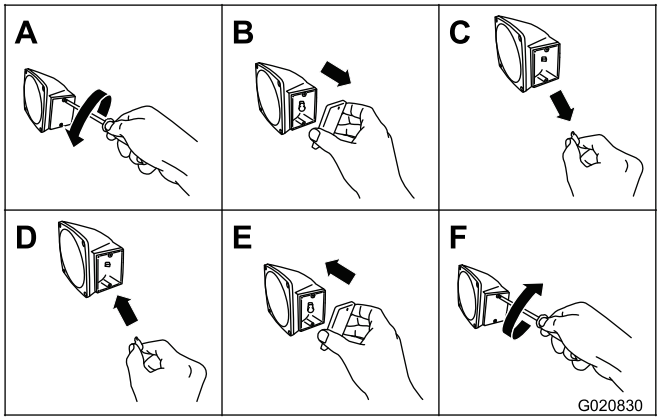

Figure 76
1. Use a screwdriver to remove the 2 screws from the small rectangular lens on the side of the light (Figure 76).
2. Remove the lens (Figure 76).
3. Pull the bulb out of the socket (Figure 76).
4. Push a new 168 bulb into the socket (Figure 76).
5. Install the lens and the 2 screws (Figure 76).